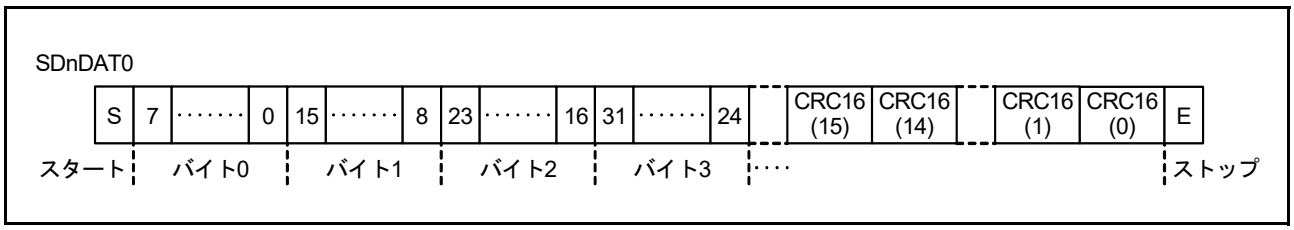
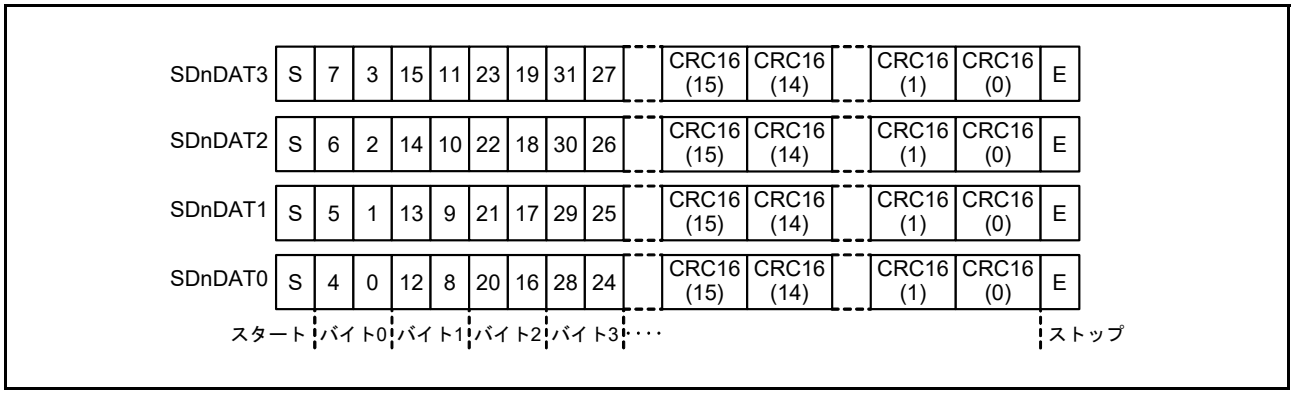

図 43.2 1 ビット幅モードの SDnDAT
図 43.3 4 ビット幅モードの SDnDAT
1. SD/MMC ホストインタフェースが SDnDAT 信号により SD カード／ MMC からデータを受信する（図 43.2 および図 43.3 を参照）。